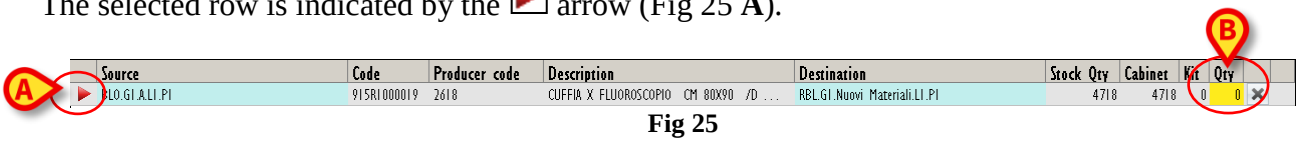

Fig 25
The selected row is indicated by the arrow (Fig 25 **A**).
- click the cell indicating the "Quantity" (Fig 25 **B**).